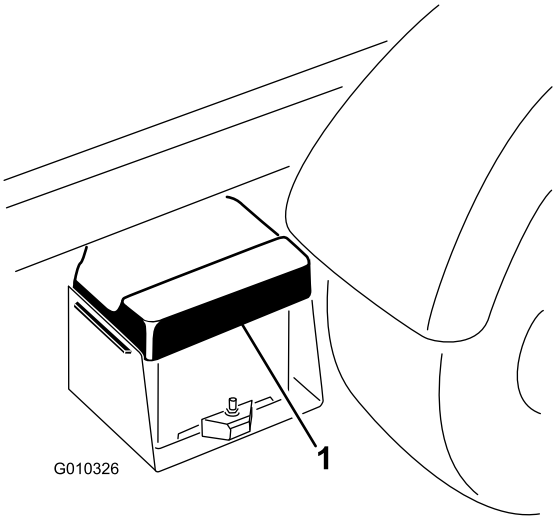

Figuur 47
1. Knijp in het accudeksel zodat de lipjes van de accubasis loskomen. Verwijder het accudeksel van de accubasis (Figuur 47).